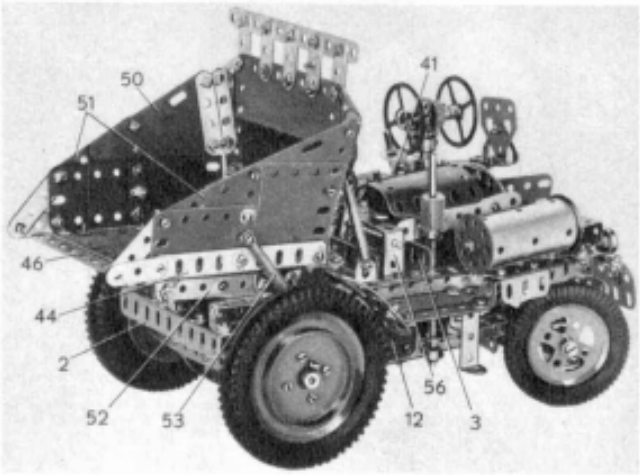

Fig. 1.
Deux poutrelles en U (1), formées chacune de deux cornières de 15 trous, sont assemblées par une cornière de 9 trous (2) à leur extrémité avant. Deux autres cornières de 9 trous (3) et (4) sont boulonnées sur le dessus des poutrelles (1), respectivement à 5 et 8 trous de leur extrémité arrière (fig. 1 et 2).